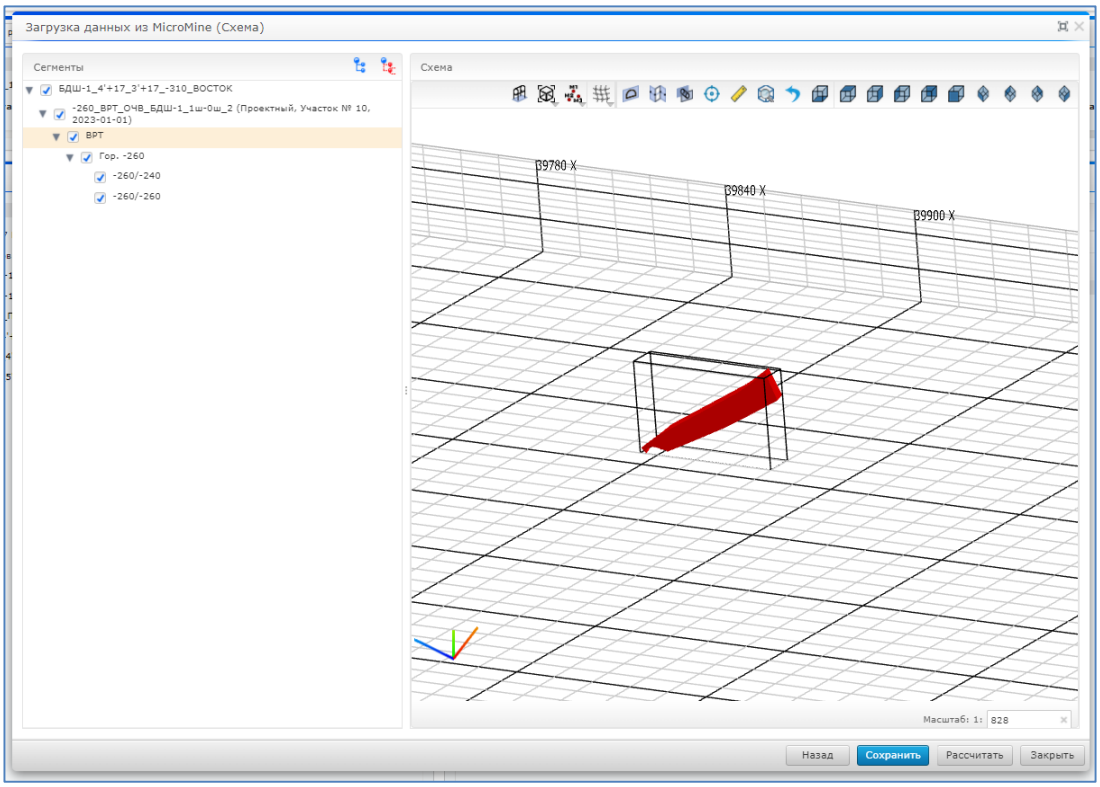

Рисунок 33. Сохранение файла
8. Нажать на кнопку «Сохранить» (Рисунок 33). Появится сообщение: «Каркасы успешно сохранены на сервере». После этого форму можно закрыть.